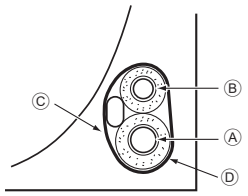

Fig. 4-5
4.5.1. Förvaring i enhetens rörutrymme (Fig. 4-5)